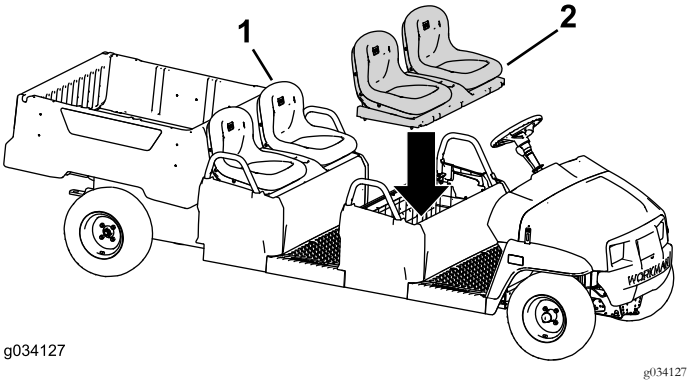

Figura 52
2. Montate il gruppo del sedile originale sulla fila del sedile posteriore (Figura 52).
3. Montate il gruppo del sedile sulla fila del sedile anteriore (Figura 52).